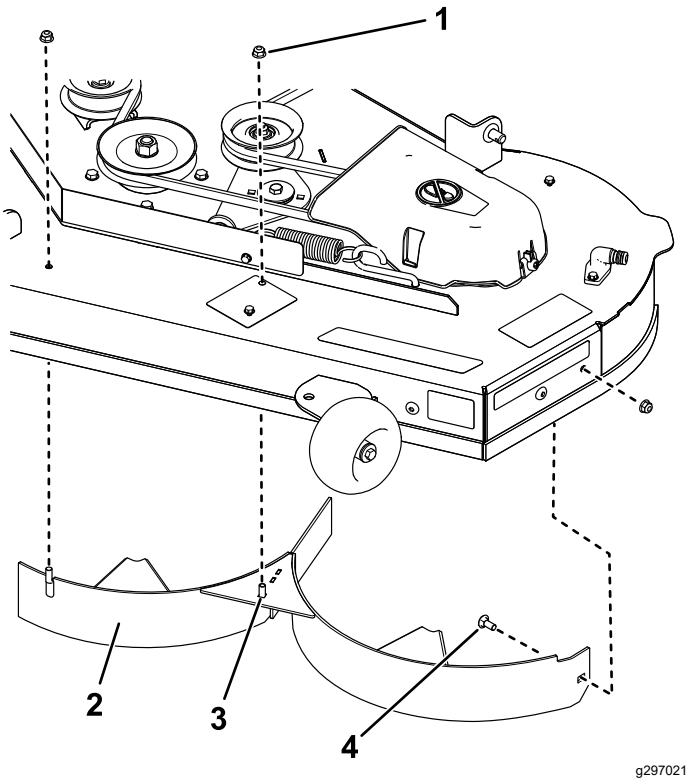

Figur 14
7. Fjern de 2 låsemøtrikker (5/16") fra den venstre skærms svejsede tappe (Figur 14).
1. Låsemøtrik – 5/16" (3)
3. Svejset tap (2)
8. Fjern bræddebolten og låsemøtrikken, der fastgør den venstre skærm til skjoldet, og afmonter skærmen (Figur 14).
9. Find de to bolte blandt løsdelene, benyt de eksisterende låsemøtrikker, og monter disse fastgørelsesanordninger i hullerne vist i Figur 14 på plæneklipperskjoldet for at forhindre udslyngning af genstande.